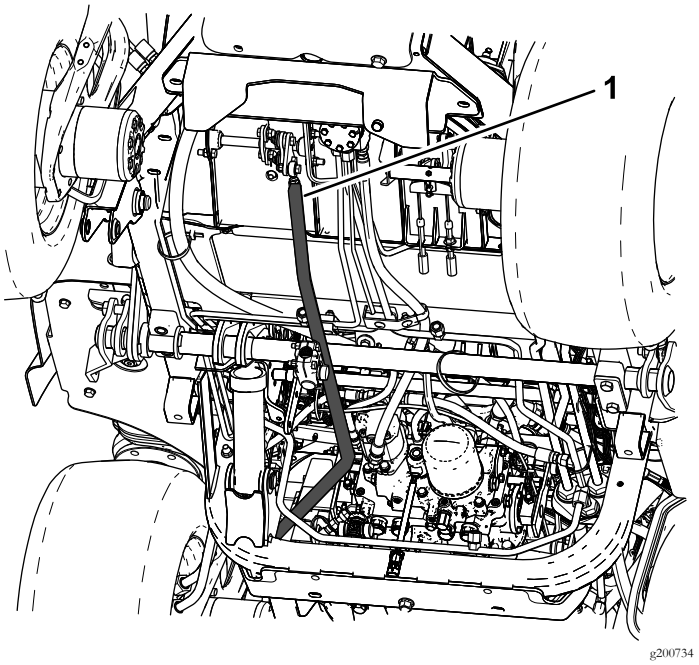
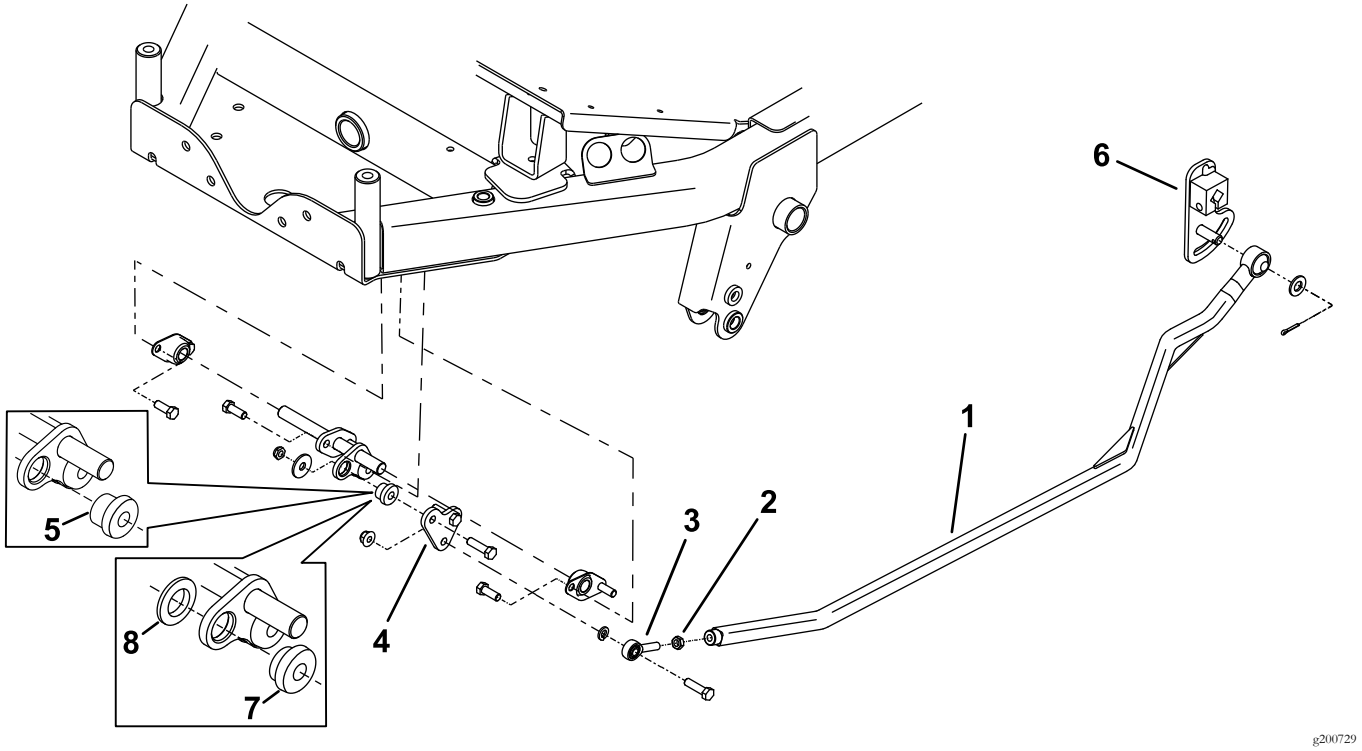

图5
图6
2. 从牵引杆臂和前连接板上卸下现有牵引杆图5。
3. 将杆端轴承和锁紧螺母安装到牵引杆上图6。
4. 安装连接板和橡胶或塑料防振垫图6。
注意 为此套件选择塑料或橡胶防振垫以操作机器时感觉最舒适为准。建议为带驾驶室的机器使用橡胶防振垫因为这样有助于降低驾驶室内的噪音图6。
5. 安装新牵引杆到牵引杆臂和前连接板图5 和图6。